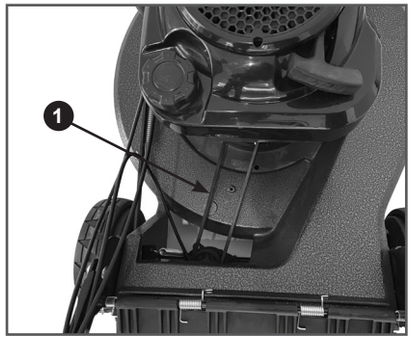

**Рис. 29 Проверка состояния ремня привода хода**
3. Нажмите рычаг остановки двигателя и, медленно проворачивая коленчатый вал двигателя ручным стартером, внимательно осмотрите ремень 1 привода хода на наличие трещин, разрывов, отслоения корда (Рис. 29). При обнаружении повреждений ремень необходимо заменить.